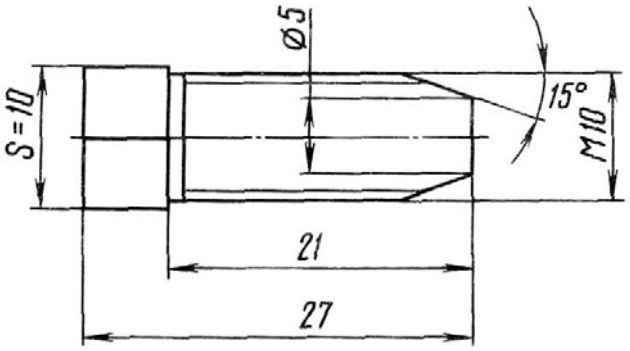

Рис.71. Болт для снятия распределителя
3. Поверните корпус 6 распределителя так, чтобы отверстия в нем не совпадали с отверстиями в картере 1 рулевого механизма и, заворачивая два специальных болта (рис.71) в картер 1, снимите распределитель.